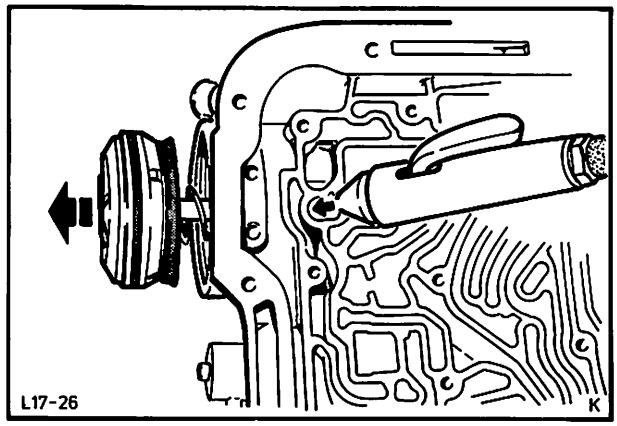

Abb. 51 Servokolben mit Hilfe von Druckluft ausbauen
13. Deckel des vorderen Servokolbens etwas hineindrücken und Sicherungsring entfernen. Servokolben mit Druckluft herausdrücken. Abb. 51. Vorsicht, Ölaustritt. Kolben vom Deckel trennen.